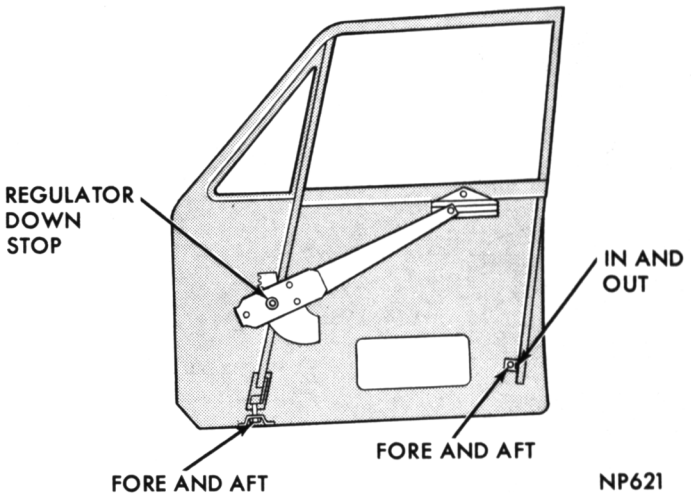

Fig. 25—Front Door Glass Adjustments—Sedan
Fore-or-aft adjustment (Fig. 25) of the upper end is accomplished by moving vent wing up or down. The assembly moves forward and downward to relieve a binding condition of the door glass and rearward and upward to remove looseness.
Front door glass adjustments for 2 and 4 door sedans (Fig. 25) are the same.
(1) Loosen front run channel lower mounting screw (Fig. 25).
(2) Move run channel forward and slide glass out of channel.
(3) Remove regulator arm from lift bracket channel.
(4) Remove glass from door.
(5) Push plug out of lift bracket rivet.
(6) Pinch expandable ends of rivet together and push rivet out of glass.